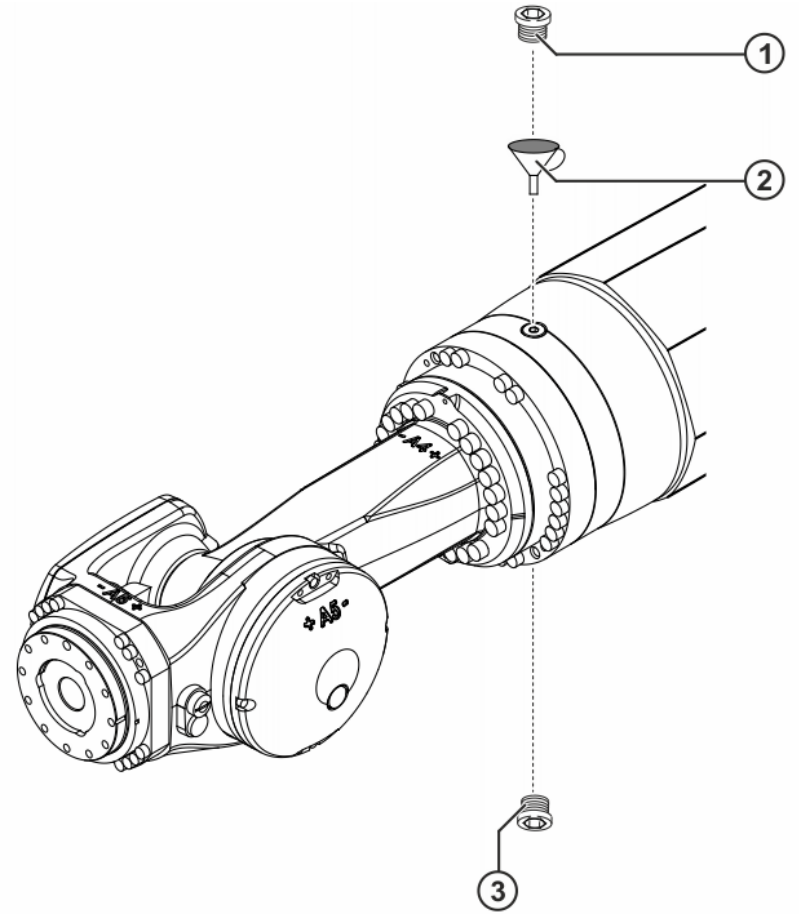

Fig. 8-11: Filling A4 with gear oil
1. Clean both M18x1.5 magnetic screw plugs and check the sealing element; exchange magnetic screw plugs if damaged (>>> *Fig. 8-11*).